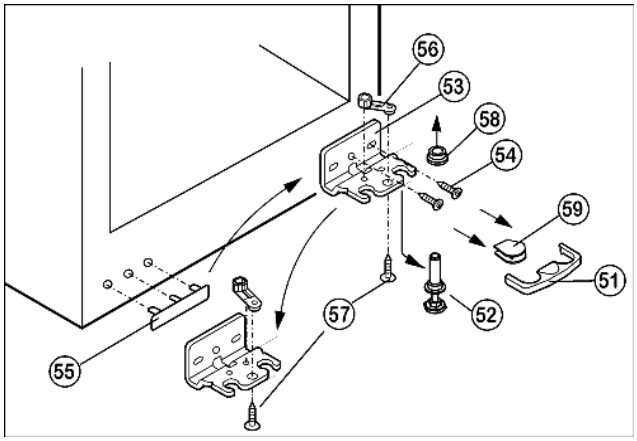

Fig. 16
▶ Sicherung *Fig. 16 (51)* nach vorn abziehen.
▶ Abdeckung *Fig. 16 (59)* abziehen.*
▶ Stellfuß *Fig. 16 (52)* ganz eindrehen.
▶ Lagerbolzen *Fig. 16 (52)* nach unten und vorn herausziehen. Dabei auf Scharnierbuchse *Fig. 16 (58)* achten.
- ▶ Lagerbock *Fig. 16 (53)* abschrauben (2 x Torx 25) *Fig. 16 (54)*.
- ▶ Lagerteil *Fig. 16 (56)* abschrauben (1 x Torx 25) *Fig. 16 (57)* und in das gegenüberliegende Aufnahmeloch des Lagerbocks umsetzen, wieder festschrauben.
- ▶ Griffseitige Abdeckung *Fig. 16 (55)* vorsichtig abheben und umsetzen.
- ▶ Lagerbock *Fig. 16 (53)* auf der neuen Scharnierseite ggf. mit Hilfe eines Akkuschraubers durch äußeres Langloch und Rundloch wieder festschrauben.
- ▶ Abdeckung *Fig. 16 (59)* auf der Gegenseite aufsetzen.*
- ▶ Scharnierbuchse *Fig. 16 (58)* aufsetzen.